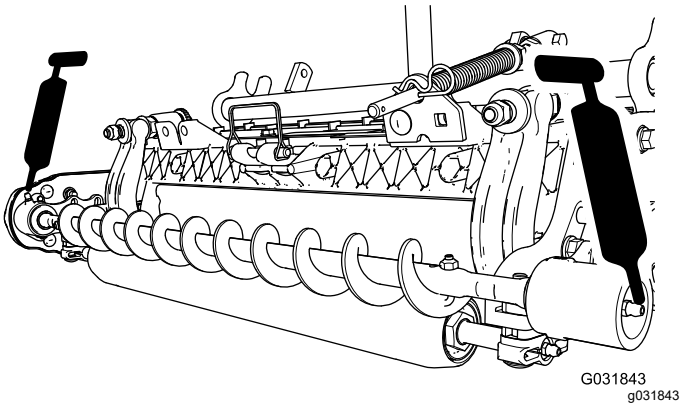

Bild 20
3. Fetten Sie die Schmiernippel an jedem Lagergehäuse der Rollenbürste mit Nr. 2 Allzweckfett auf Lithiumbasis ein (Bild 20). Wischen Sie überschüssiges Fett ab, besonders um die Ausschlussdichtungen.